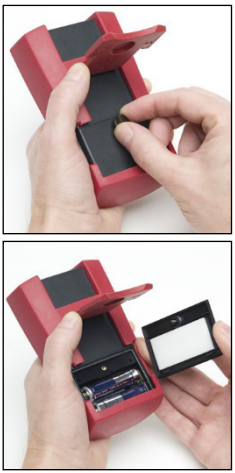

Bild 9: Öffnen des Batteriefachs
- Nach dem Lösen der Rändelschraube auf der Geräterückseite (Bild 9, oben) kann der Deckel des Batteriefachs abgenommen werden (Bild 9, unten).